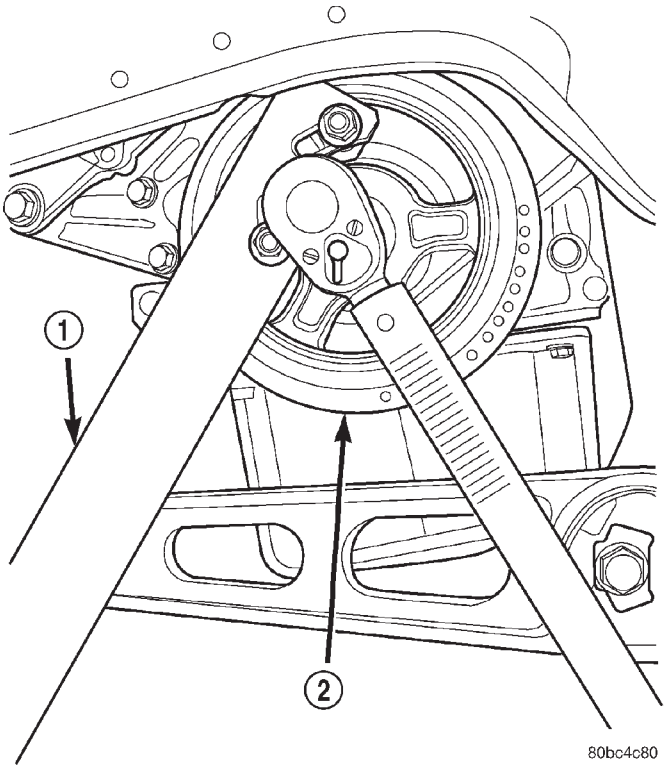

Abb. 63 Schraube des Kurbelwellen-Schwingungsdämpfers festziehen
(2) Schraube des Kurbelwellen-Schwingungsdämpfers eindrehen. Schraube mit Hilfe des Spezialwerkzeugs 6847 und eines Drehmomentschlüssels mit einem Anzugsmoment von 136 N·m (100 ft. lbs.) festziehen (Abb. 63).
(3) Antriebsriemen für Zusatzaggregate auflegen. Näheres hierzu siehe Kapitel 7, “Kühlsystem”.
(4) Fahrzeug auf einer Hebebühne anheben und rechtes inneres Spritzschutzschild montieren.